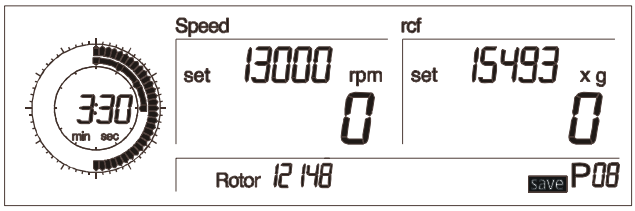

Fig. 5.16: Saving programs; here program number 8
- Turn the left rotary knob until “save” appears on the display (Fig. 5.16).